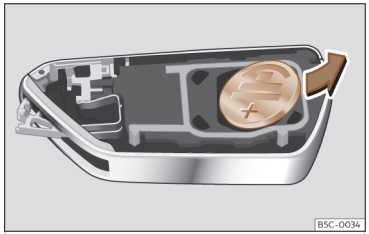

Fig. 67 Llave del vehículo: extracción de la pila.
- Extraiga la pila del compartimento con un objeto fino adecuado ››› fig. 67.
- Coloque la pila nueva y presiónela en el compartimento para la pila ››› ①.